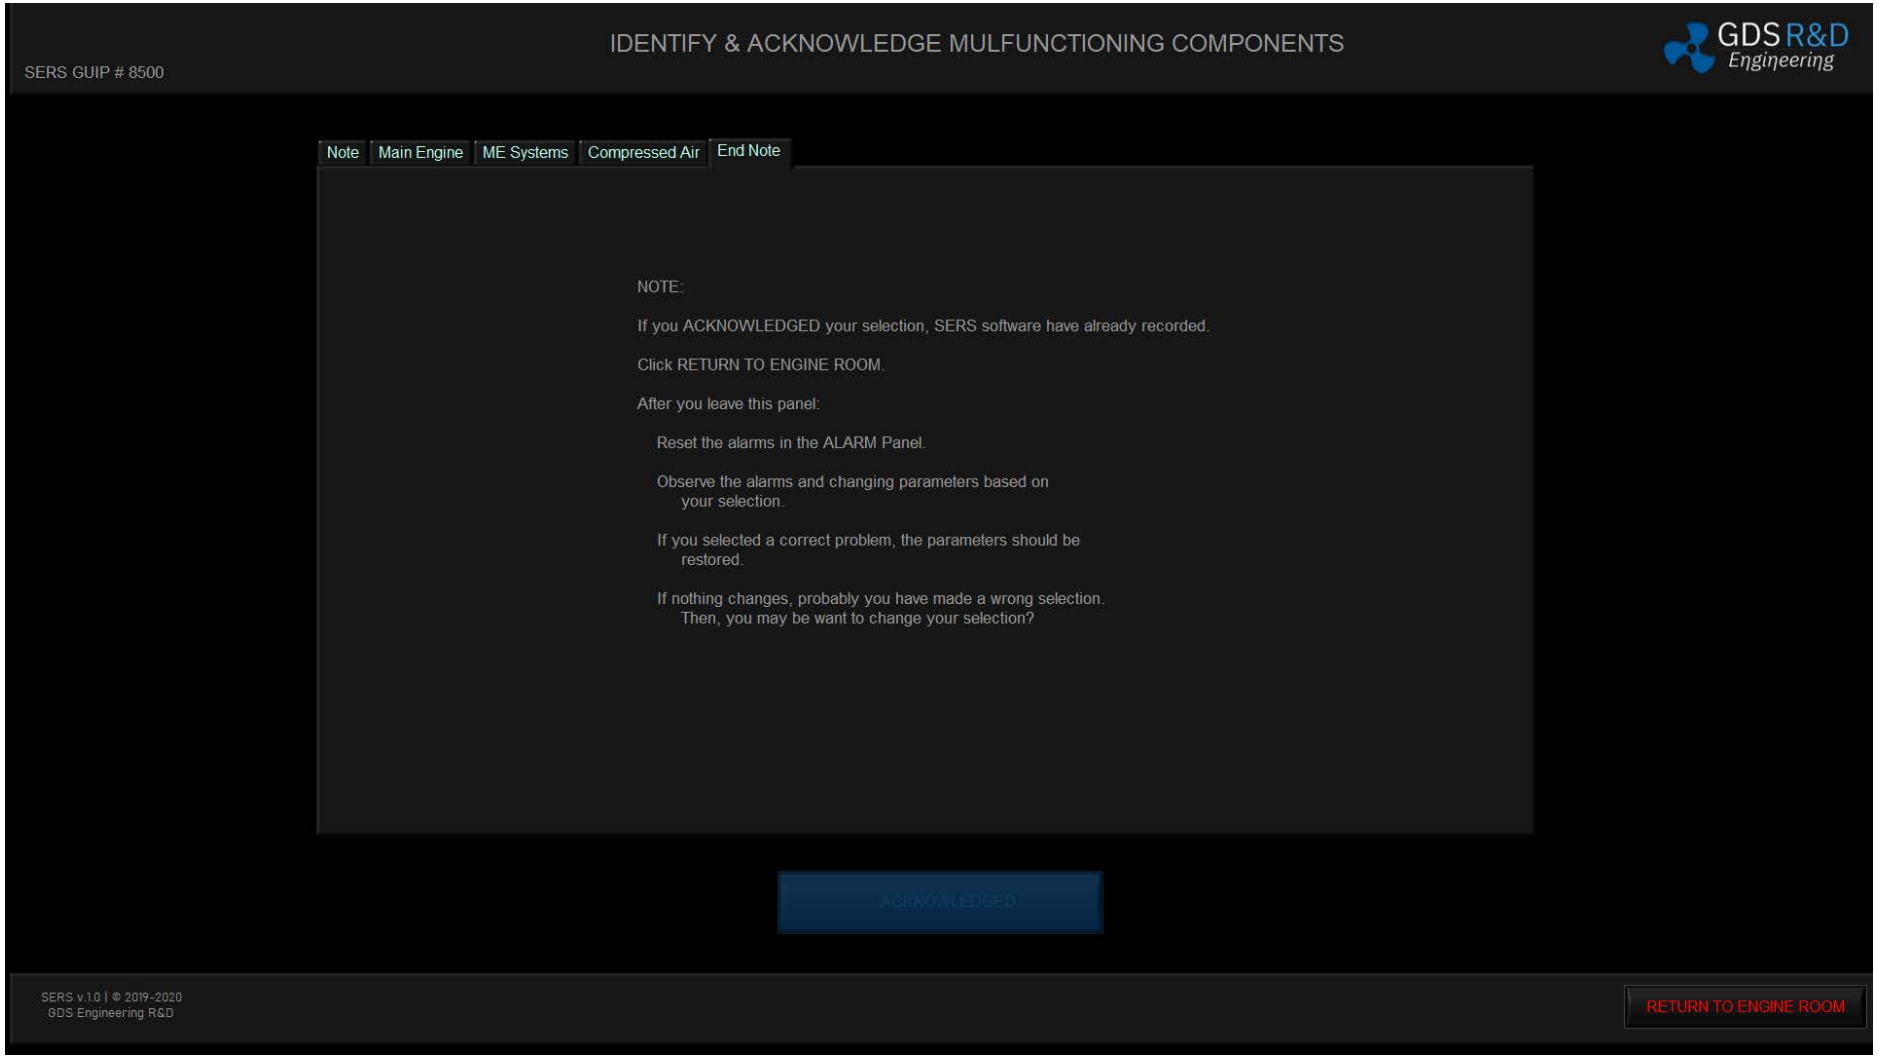

Figure 6.4 “IDENTIFY & ACKNOWLEDGE MAULFUNCTIONS” GUI Panel: End Note Instructions Displayed after ACKNOWLEDGE is clicked.
- “End Note” tab with additional information is displayed (Figure 6.4).